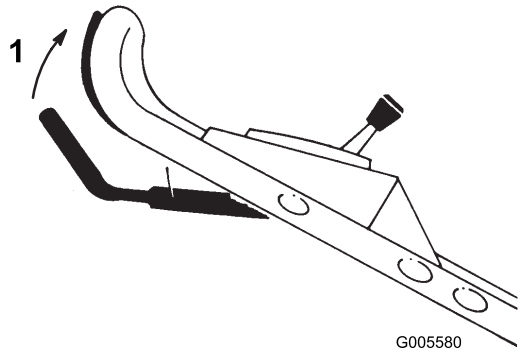

Figuur 13
2. Druk de bedieningsstang tegen de handgreep om te rijden (Figuur 13).
U kunt de rijsnelheid variëren door de afstand tussen bedieningsstang en handgreep te vergroten of te verkleinen (Figuur 13). Hierbij gaat u als volgt te werk: